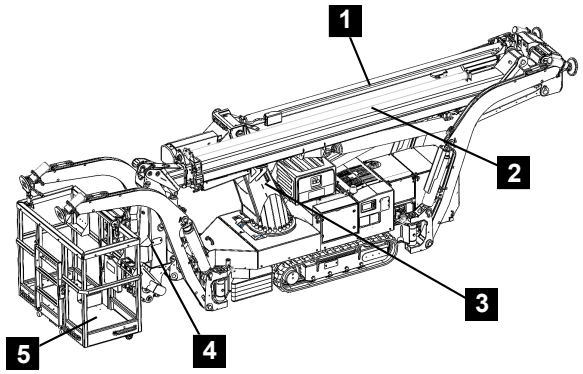

Fig. 138
- The lower boom is in transport position (Fig.138/1).
- The upper boom is in the transport support (Fig.138/2).
- The turntable is in the transport support (Fig.138/3).
- The jib is in transport position (Fig.138/4).
- The platform is in the centre position (Fig.138/5).